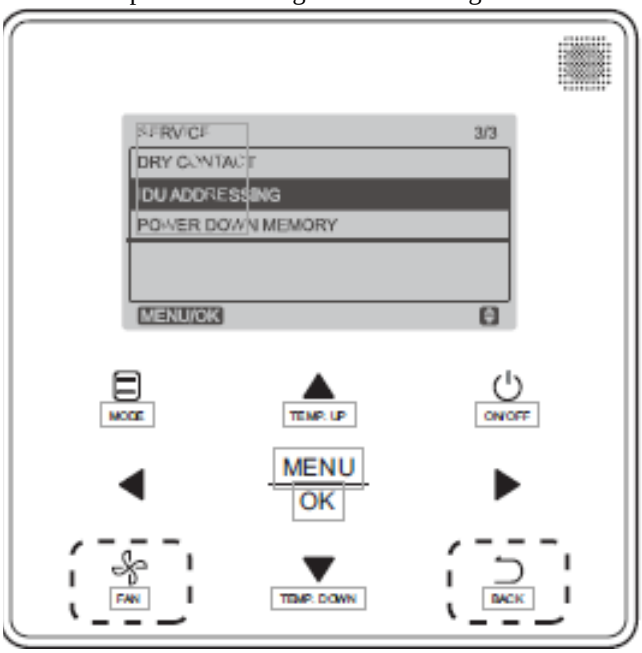

Fig. 26 — Programmable Controller (40VM900003) IDU Addressing Menu
1. Press **FAN** and **BACK** simultaneously for 5 seconds to access parameter settings as shown in Fig. 26.